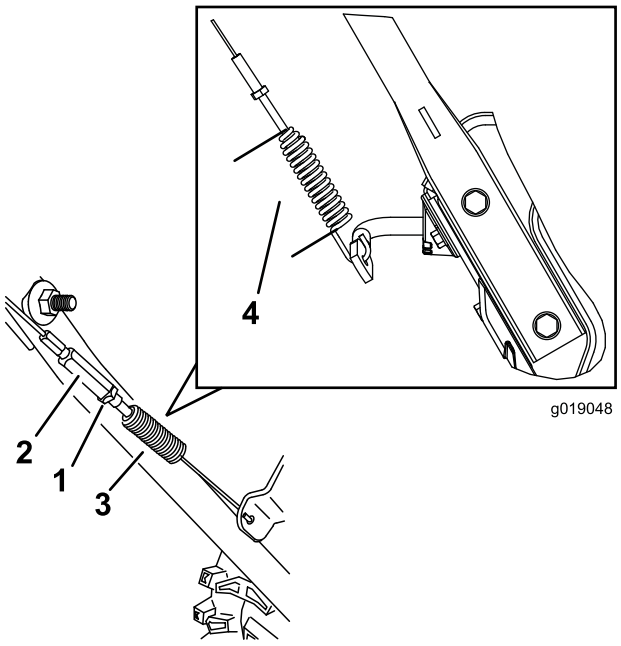

Figur 38
4. Tilspænd kontramøtrikken (Figur 38), og sørg for, at kablet strammes en anelse.